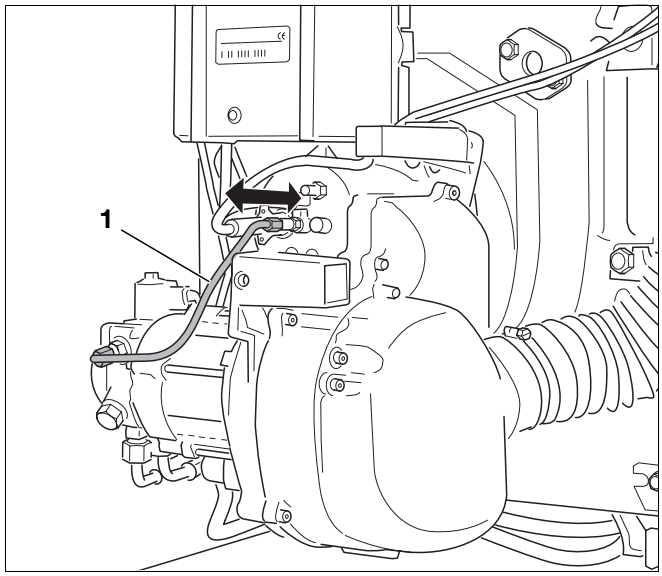

Rys. 40 Kontrola prawidłowego zamontowania systemu mieszającego
- Wysunąć przewód doprowadzający olej (Rys. 40, **Poz. 1**) ok. 5 mm.